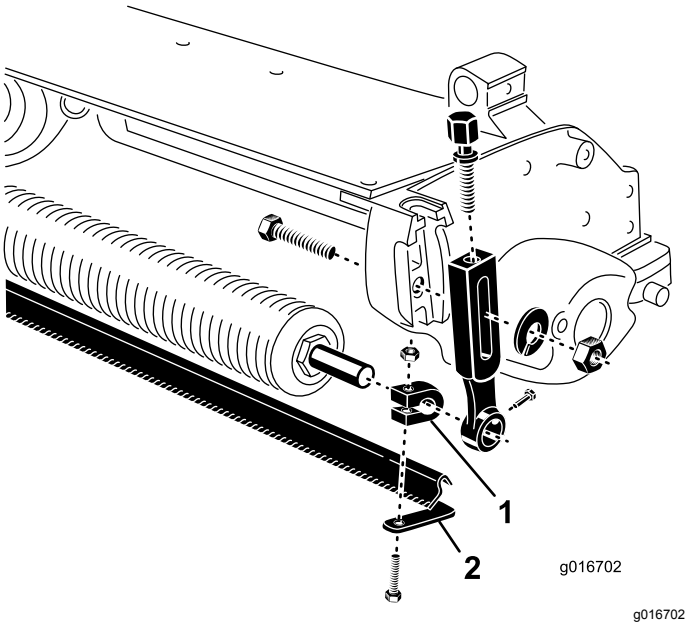

Figura 2
5. Instale sem apertar um parafuso e porca em cada abraçadeira (Figura 2). Não aperte.
6. Insira um grampo de veio em cada extremidade do veio do rolo (Figura 2).
9. Posicione escova entre o rolo frontal e a unidade de corte como se mostra na Figura 2.